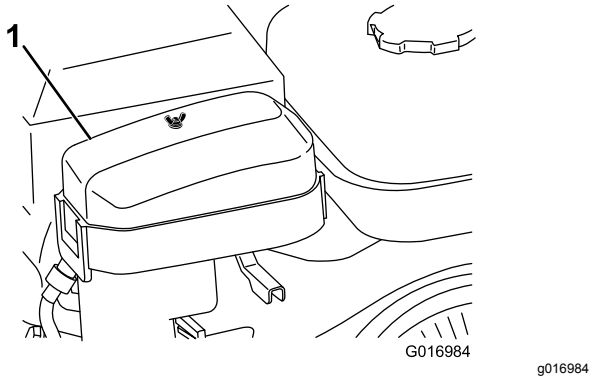

Figur 31
2. Afmonter vingemøtrikken, der fastgør luftfilterdækslet, og fjern dækslet (Figur 31).